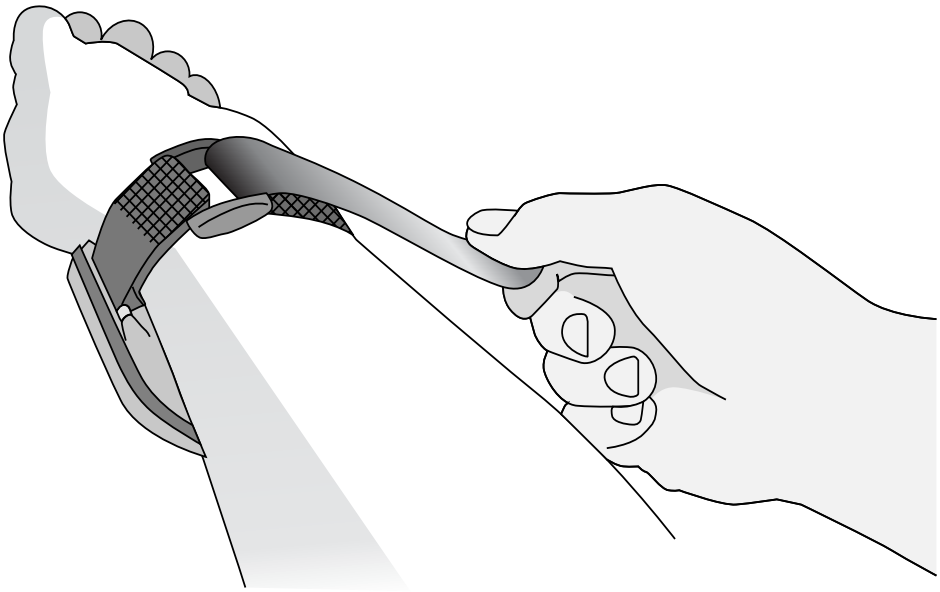
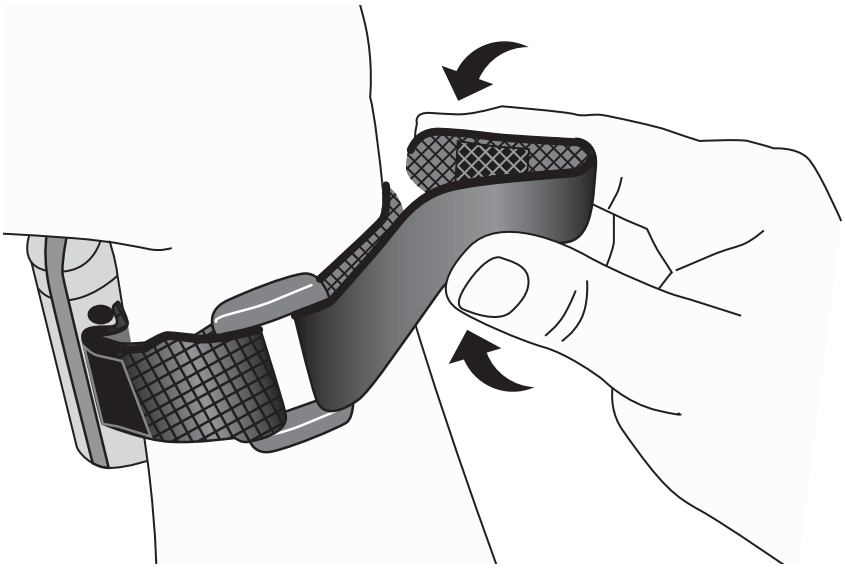
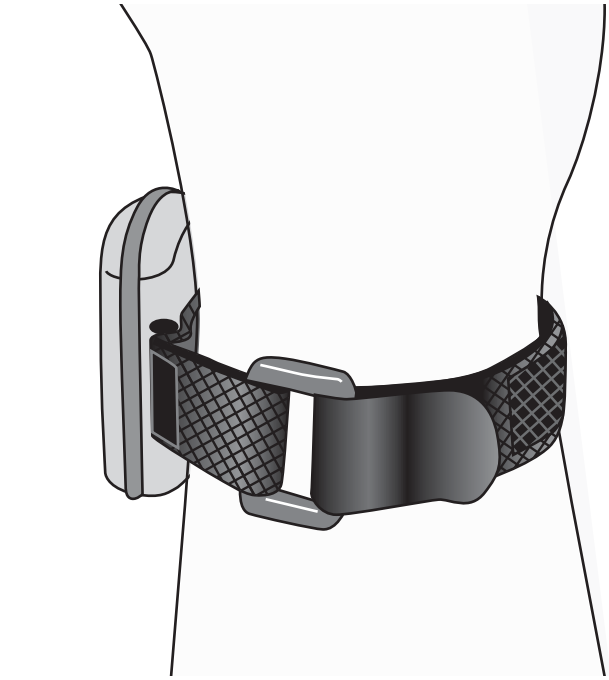

Afbeelding 14: De polsband vastzetten
Afbeelding 15: Het rechthoekige klittenband gebruiken
Afbeelding 16: Het vierkante klittenband gebruiken
4. Vouw de polsband terug over de kunststof ring (Afbeelding 14) en druk het klittenband op de polsband (Afbeelding 15 of Afbeelding 16). Bepaal aan de hand van de polsomtrek welk stuk klittenband u gebruikt.
OPMERKING: bij gebruik van het rechthoekige klittenband kunt u het uiteinde van de polsband inkorten. Vouw daarvoor het uiteinde van de polsband zodanig dat het vierkante klittenband aan de polsband kan worden vastgezet (Afbeelding 15).